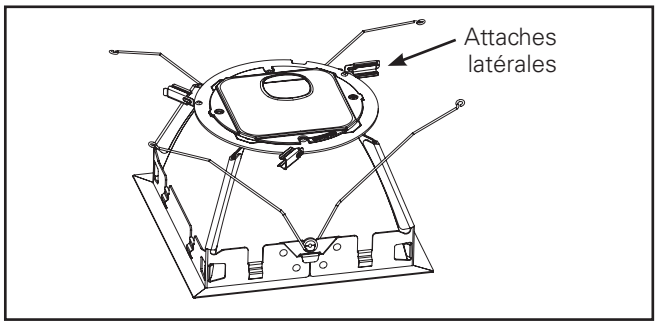

Figure 4.
3. Retirez l'assemblage de la garniture de l'emballage protecteur et tournez les attaches latérales (3) vers l'extérieur. (Figure 4).